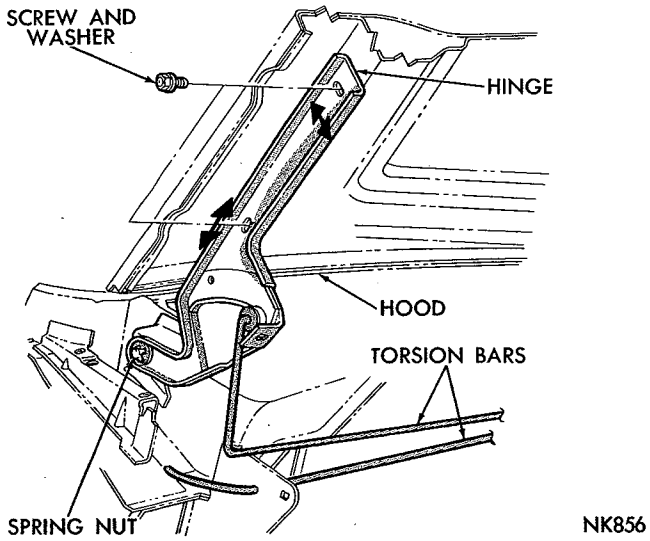

*Fig. 5—Hood Adjustment—Fury*
(1) Inspect alignment at cowl for tightness, looseness, uneven gap and high or low elevation at corners.
(2) Scribe hinge position on hood.
(3) Loosen hood attaching bolts (Figs. 5, 6 and 7) and move hood to desired position to correct alignment at cowl.
(4) Tighten attaching bolts 180 inch-pounds.
(5) After Step 4, if rear of hood and fender are not flush, reset fender to align with cowl and hood.